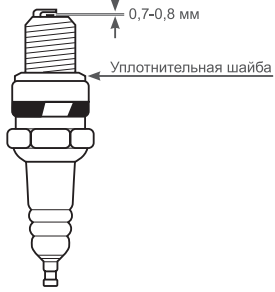

Рис.13 Обслуживание свечи зажигания
4. Измерьте зазор между электродами свечи зажигания специальным щупом. Зазор должен быть 0,7-0,8 мм (Рис. 13). При увеличении или уменьшении требуемого зазора, рекомендуется заменить свечу, так как регулировка зазора может привести к изменению качества искрообразования.